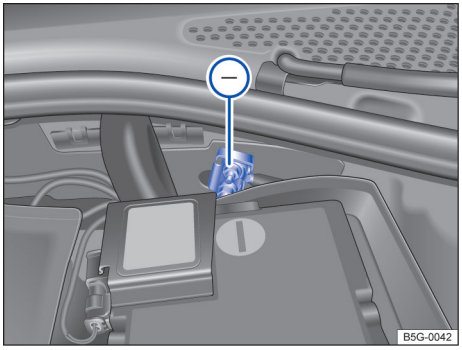

图 199 用于充电器负极连接的接地点
– 将黑色电缆的另一端 Ⓧ 连接到无电蓄电池汽车发动机缸体上的螺栓连接金属部件上或发动机舱内的连接点上→图 199，连接点必须尽可能远离无电蓄电池Ⓐ。
在利用外接电源对车辆蓄电池充电时，请勿将充电器的负极接在蓄电池的负极上，必须连接到发动机壳体上或发动机机舱内的接地点处→ 图 199。